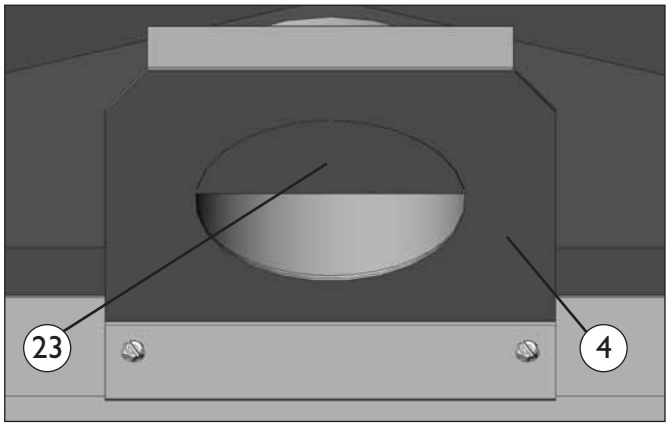

Fig. 18b
1. Outlet connector (fig. 18b and 18c)